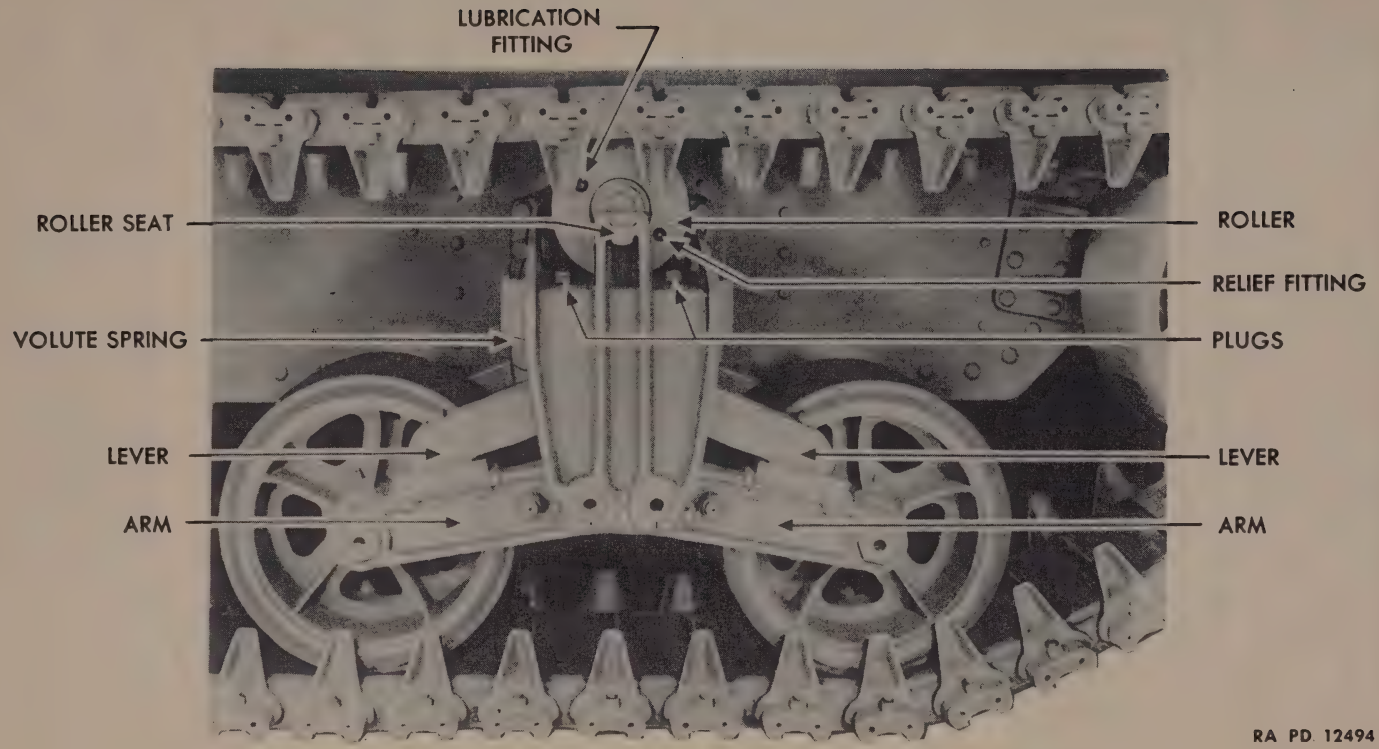

Figure 24—Suspension System On Medium Tank M4 and M4A1
(6) INSPECT BOGIE ASSEMBLIES. Check for broken or weak volute springs. Inspect wheel arm and lever wear plates for wear and replace if worn. Inspect bogie bracket for presence of bolts, nuts, and lock wire.
(7) INSPECT SUPPORT ROLLERS (fig. 24). Look for evidences of roller not turning and free up all rollers by cleaning out mud, rocks, etc. Check grease fittings and replace missing fittings. It is essential that all rollers turn freely, since inoperative rollers will develop flat spots.
(8) INSPECT IDLERS. Check for security of idler cap and grease fittings. CAUTION: It is highly important that the entire track and suspension system be kept as clean as possible and free from dirt, rocks, and sticks. This will protect the life and efficiency of the system (par. 39).